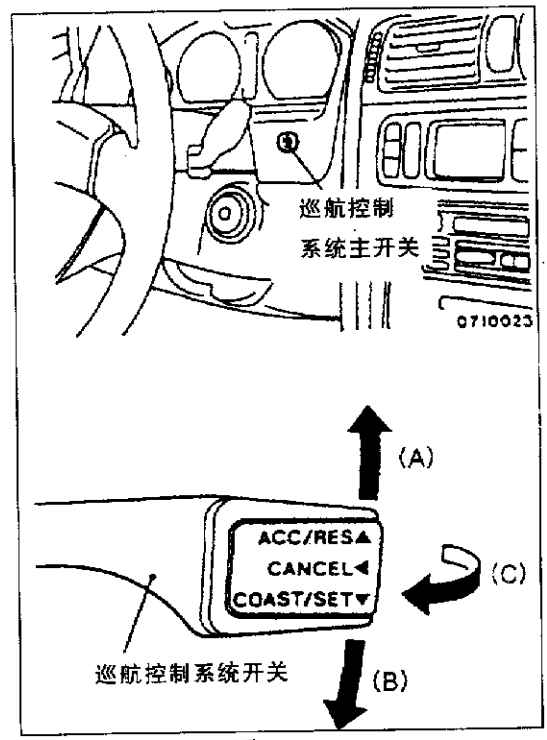

图 2－3－6
①将 MUT－Ⅱ连接到仪表下罩下面的故障诊断连接器(16 引脚)。
②将点火开关转到 ON 位置。
③将巡航控制系统开关推向图 2－3－6 中箭头(B)所示的方向之后，按下巡航控制系统主开关至 ON 位置，在其后 1s 之内，将巡航控制系统开关以箭头(A)所示方向推回。
④操作输入检查表 2－3－4 中所列的每个开关，用 MUT－Ⅱ读取输入开关代码。